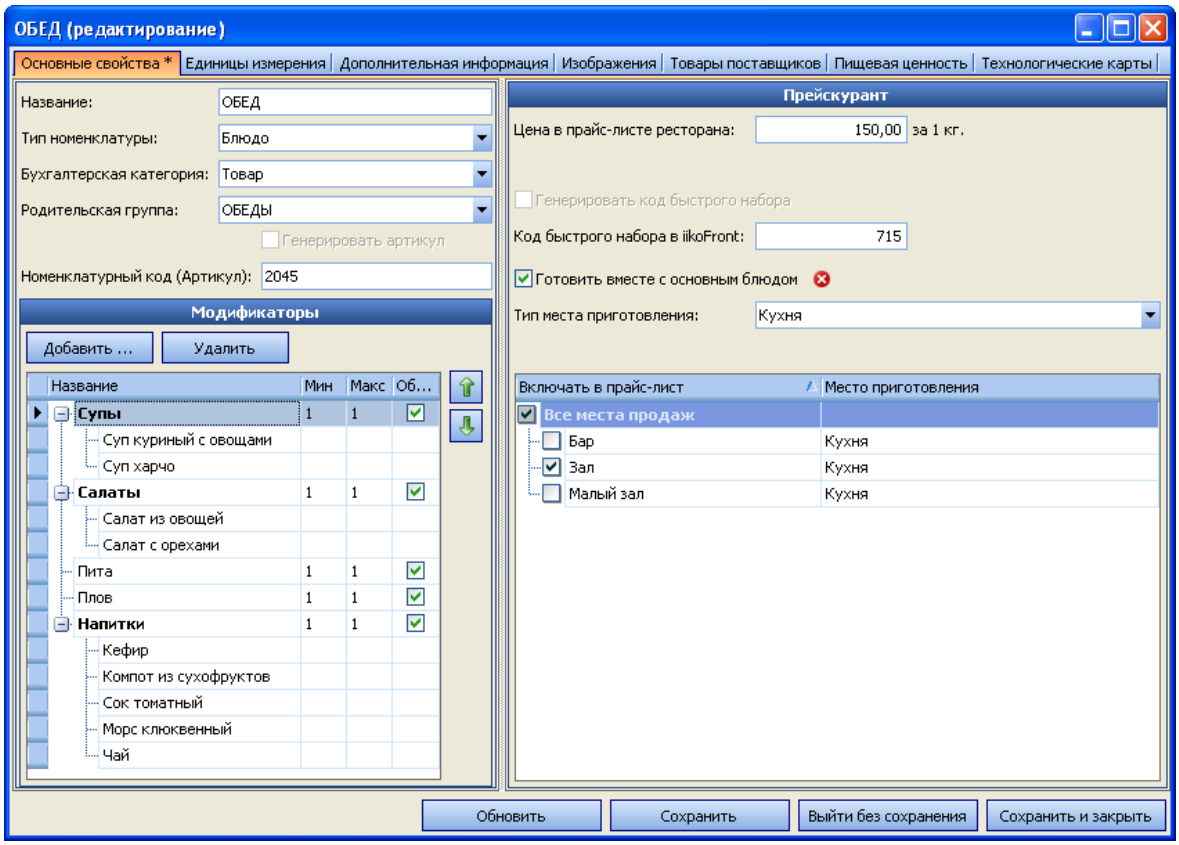

Рисунок 211 Основные свойства блюда «ОБЕД»
8. Установите последовательность модификаторов в том порядке, в каком блюда комплексного обеда должны выбираться при продаже. Для этого используйте кнопки со стрелками вверх и вниз (см. Рисунок 211).